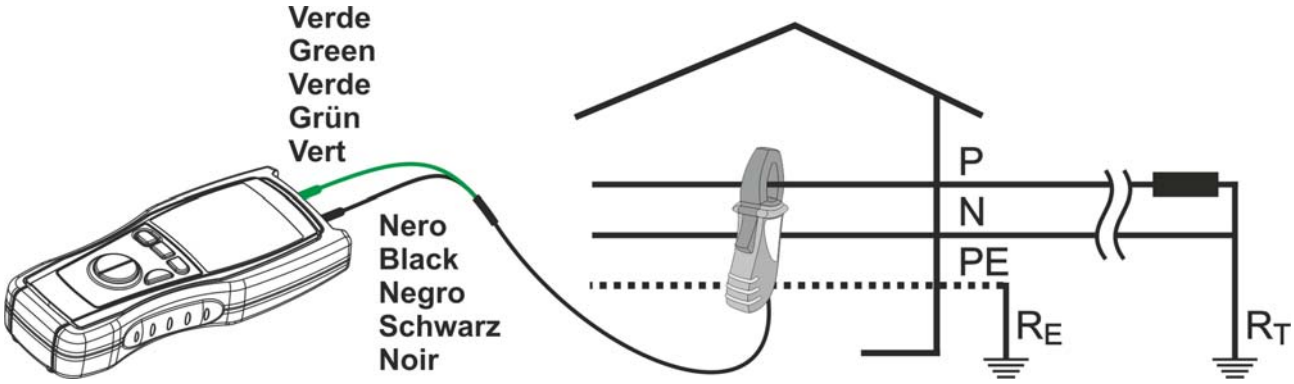

Fig. 4: Connection of the instrument's terminals during A≈ Hz test
5. Open the jaws and insert the cable in the very middle as shown in Fig. 4. Current and frequency values will be displayed